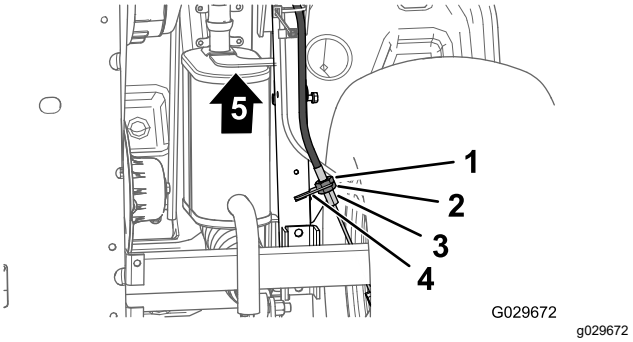

Figuur 66
3. Aan de onderkant van de machine: draai de achterste contramoer van de instelling van de parkeerrem-kabel 4 slagen los (Figuur 66).
4. Draai de voorste contramoer vast (Figuur 66).
A. Draai de voorste contramoer (Figuur 66) van de instelling van de parkeerrem-kabel 1 slag los.
B. Draai de achterste contramoer vast (Figuur 66).
A. Draai de achterste contramoer (Figuur 66) van de instelling van de parkeerrem-kabel 1 slag los.
B. Draai de voorste contramoer vast (Figuur 66).